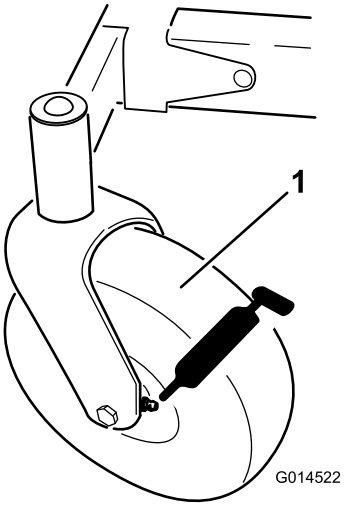
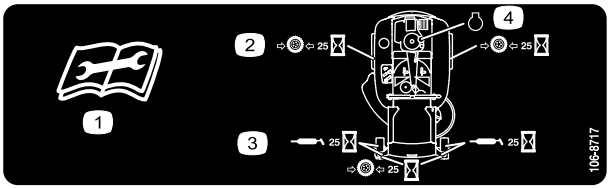

Figuur 35
Figuur 36
3. Reinig de smeernippels (Figuur 35 en Figuur 36) met een doek.
4. Zet telkens een smeerpistool op een nippel (Figuur 35 en Figuur 36).